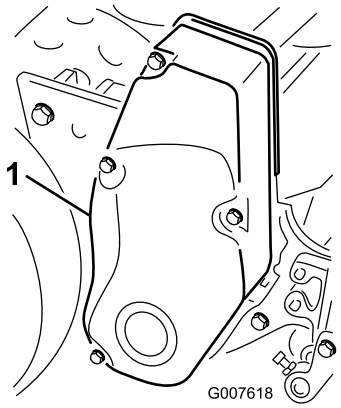

**Figur 38**
1. Ta bort fästskruvarna på remkåpan och sedan remkåpan så att remmen blir synlig (Figur 38).